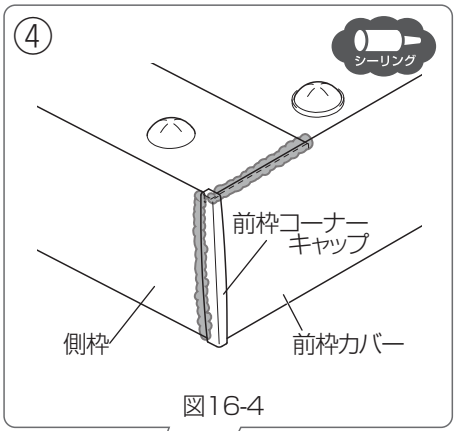

図16-4
④前枠コーナーキャップと水上側側枠の隙間にシーリングしてください。(図16-4)